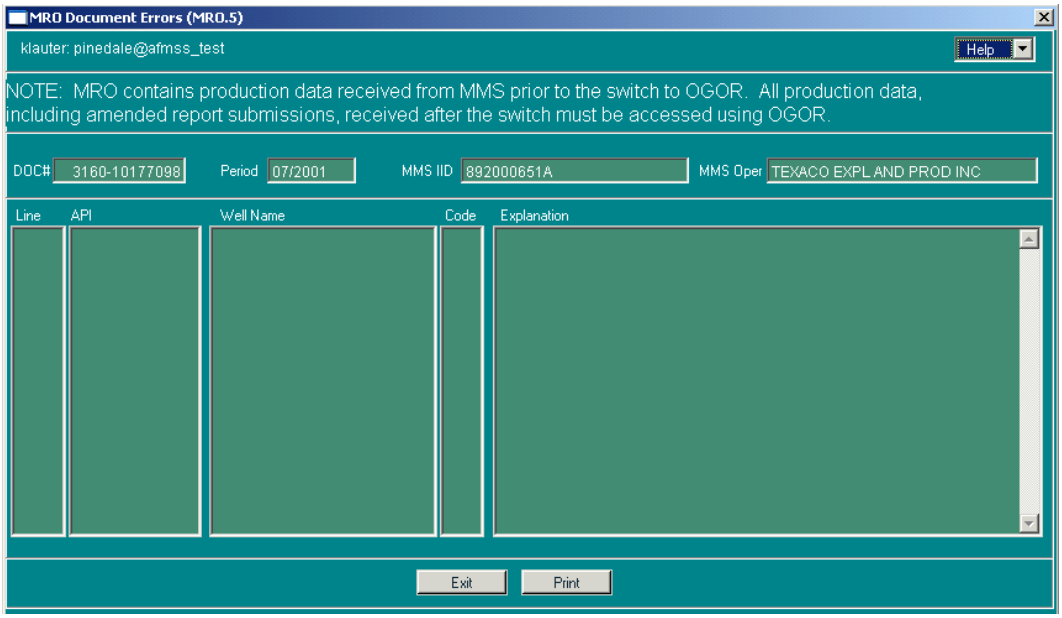

Figure 6-5: MRO Document Errors (MRO.5) Window
2. Click the **View Errors** button in the MRO window to launch the *View MRO Document Errors (MRO.5)* window (Figure 6-5). This window displays MMS-detected errors and warnings. Since these are MMS detected anomalies they are displayed only with MMS identification (IID, well name or operator name).